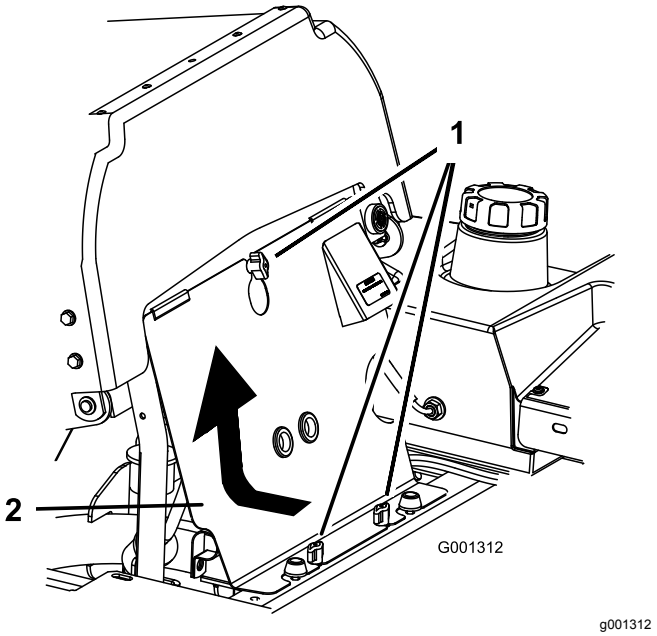

Figur 67
1. Vipp setet fremover og ta bort det fremre motorpanelet (Figur 67).